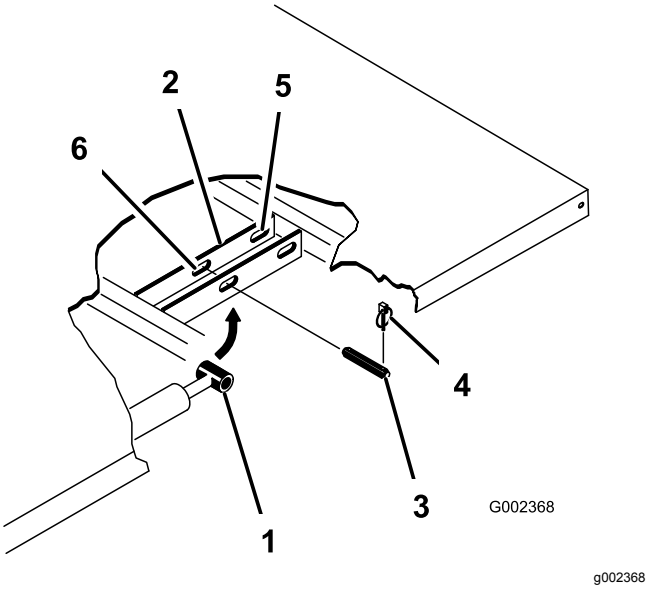

**Figur 23**
3. Tag ringstifterne af de yderste ender af cylinderstangens gaffelbolte (Figur 23).
4. Afmonter de gaffelbolte, der fastgør cylinderstangens ender til ladmonteringspladerne, ved at skubbe boltene indad (Figur 23).
5. Afmonter de ringstifter og gaffelbolte, der fastholder aksebeslagene på stelkanalerne (Figur 23)